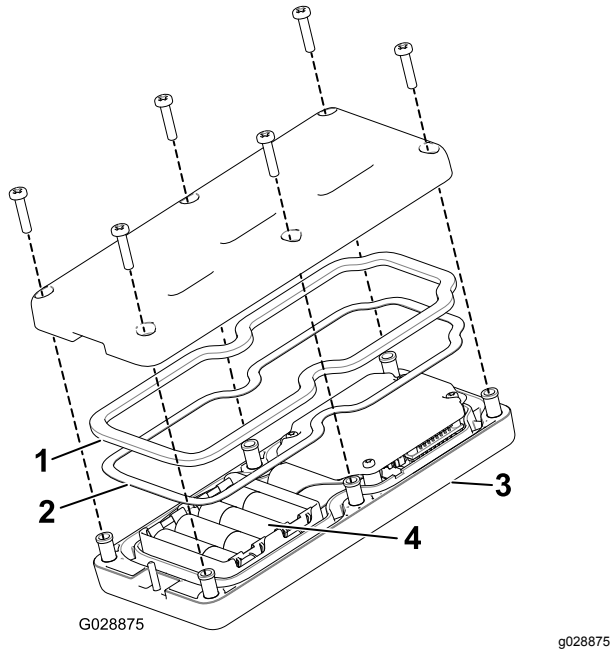

Figur 37
3. Afmonter de seks skruer fra bagsiden af fjernbetjeningen, og afmonter dækslet (Figur 37).
5. Placer de nye batterier i batterirummet. Sørg for, at de forbindes rigtigt. (Hvis batterierne ikke installeres korrekt, vil det ikke beskadige enheden, men den vil ikke virke.) I batterirummet findes der mærkater, der viser batteriernes poler (Figur 37).
6. Hvis du utilsigtet fjerner gummipakningen og stålpakningen, skal du forsigtigt sætte dem i kanalen igen i den håndholdte styreenhed (Figur 37).
7. Udskift dækslet, og fastgør det med de seks skruer, du fjernede tidligere (Figur 37), og tilspænd dem til et moment på 1,5 til 1,7 N·m.